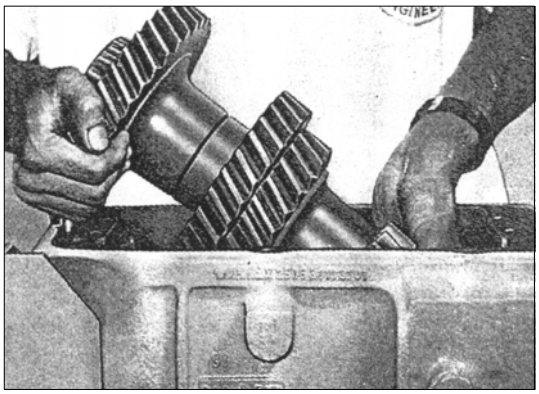

РИС. 232
4) Установите внутренние кольца обоих конических подшипников с помощью спец. инструмента 2505 5890 8401 на промежуточный вал (см. рис. 232).
1) Установите промежуточный вал в картер коробки передач в обратном порядке его снятию (см. рис. 232).